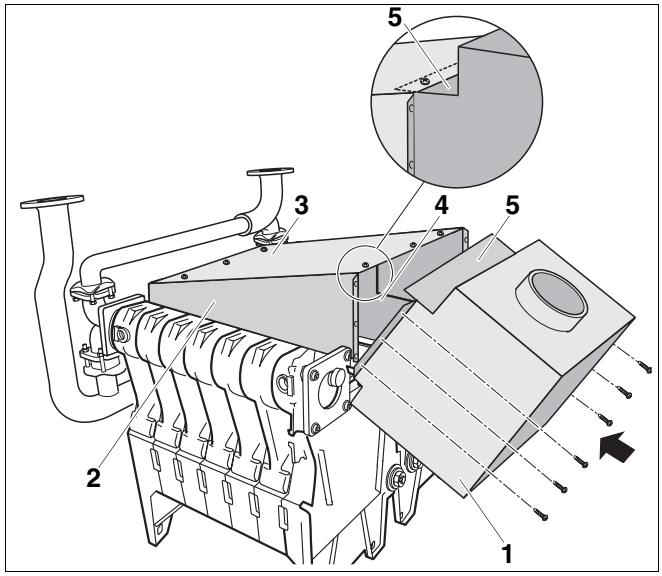

Afb. 43 Trekonderbreker monteren
Denk eraan, dat de rookgasklep (toebehoren op bestelling) ingebouwd moet worden in de trekonderbreker vóór die gemonteerd wordt (afb. 43, **pos. 1**), zie afzonderlijk montagevoorschrift.
- De trekonderbreker (afb. 43, **pos. 1**) wordt met de zes korte schroeven met vlakke kop 3,9 x 9,5 aan de zijwanden (afb. 43, **pos. 2**) van de rookgasverzamelaar geschroefd.
Bij de montage van de trekonderbreker (afb. 43, **pos. 1**) moet u erop letten, dat de bovenplaat (afb. 43, **pos. 5**) van de trekonderbreker (afb. 43, **pos. 1**) zich tussen de afscheidingswand (afb. 43, **pos. 4**) en de zijwanden (afb. 43, **pos. 2**) of het reinigingsdeksel (afb. 43, **pos. 3**) bevindt.
- Draai alle losse schroeven van het reinigingsdeksel (afb. 43, **pos. 3**) goed vast.
- Let erop, dat de dichting aan het reinigingsdeksel (afb. 43, **pos. 3**) niet beschadigd wordt.
Ingeval van moeilijkheden bij de montage van de trekonderbreker (afb. 43, **pos. 1**), kan u de schroeven van het reinigingsdeksel (afb. 43, **pos. 3**) of van de zijwanden (afb. 43, **pos. 2**) wat losdraaien. Nadat de trekonderbreker correct werd aangebracht, moeten alle overige schroeven goed aangedraaid worden.